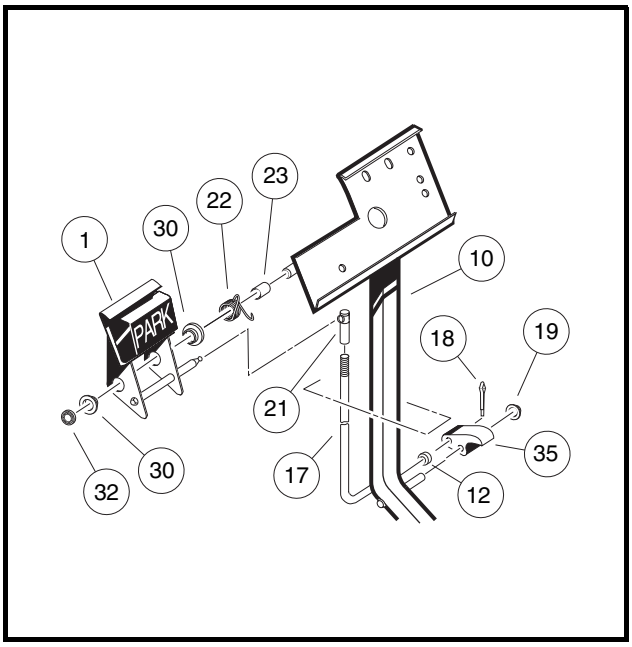
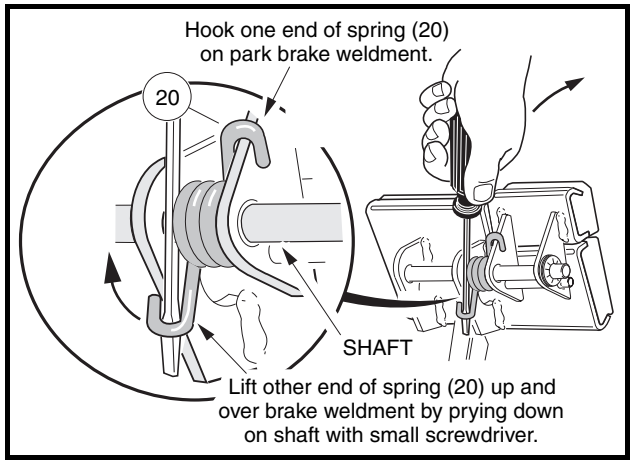

Figure 5-4 Park Brake Assembly
Figure 5-5 Torsion Spring Installation
NOTE: *New push nuts (19) and (32) must be used when reassembling the park brake* ***(Figure 5-4, Page 5-4)****.*
3.2. To remove the park brake pedal (1), remove the push retainer nut (32), disconnect the torsion spring (22) **(Figure 5-4, Page 5-4)** and slide the pedal off of the shaft. **See preceding NOTE.**
1. From the bottom side of the floorboard, insert the park brake rod (17) through the brake pedal assembly opening as shown **(Figure 5-4, Page 5-4)**. Then install the park brake pawl (35) onto the shaft on the brake pedal assembly (10) and also insert the park brake rod (17) into the park brake pawl.
2. Install the push nut (19) on to the park brake pawl shaft.
3. Install the spacer (23) and torsion spring (22) on the park brake pedal shaft on the brake pedal assembly.
4. Install the two bushings (30) in the park brake pedal and position the park brake pedal on the shaft on the brake pedal assembly weldment (10) **(Figure 5-4, Page 5-4)**. Then attach the ends of the torsion spring to the park brake pedal and to the brake pedal weldment as shown **(Figure 5-5, Page 5-6)**.
5. Install the push nut (32) on the park brake pedal shaft **(Figure 5-4, Page 5-4)**.
6. Connect park brake rod (17) with ball joint (21) to the ball stud on the park brake pedal assembly **(Figure 5-4, Page 5-4)**.